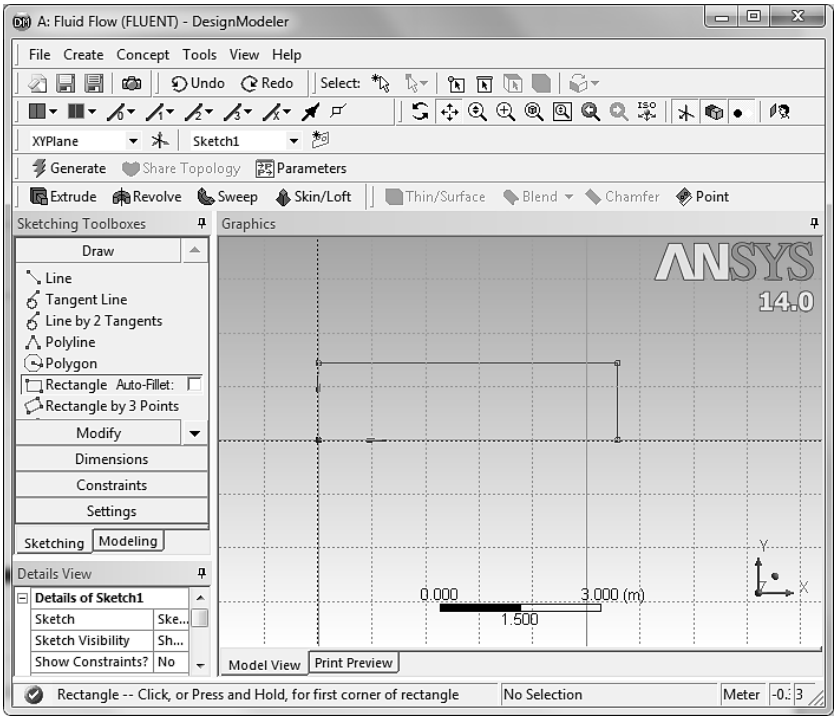

Рис. 12.
6) На панели Sketching Toolboxes выберите Rectangle. На панели Graphics создайте прямоугольник, кликая левой кнопкой мыши в начале координат и, затем, где-нибудь в первом квадранте плоскости XY. Если курсор вести вдоль одной из осей, то рядом с курсором появляется буква C, если курсор поместить в начало координат, то рядом с ним появляется буква P. Приблизите рисунок, вращая колесико мышки, и сдвиньте его влево, рис. 12.